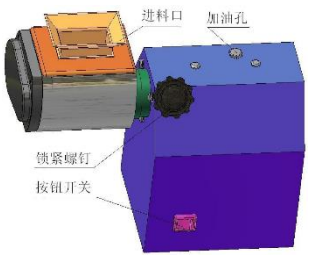

Рис.3
3. см. рис. 3, держите режущую головку, включите питание, затем полностью вставьте головку в корпус, затем зафиксируйте черную гайку.